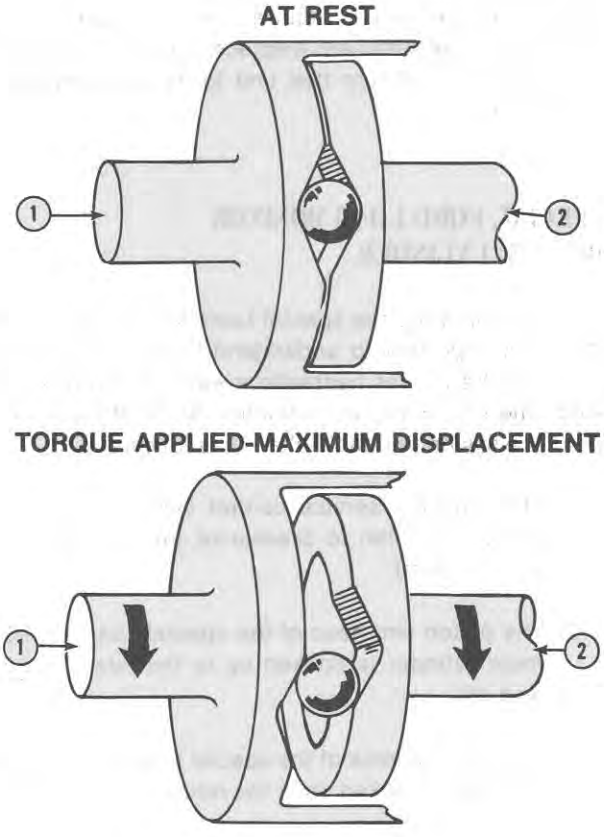

Figure 7
Raising: When the tractor is not moving, the Load Monitor is said to be in the "at rest" position shown in Figure 7. When the tractor begins to move, there is resistance to turning the drive wheels. Consequently, the input hub tends to turn more than the output hub. Any increase in torque results in a slight displacement of the balls with respect to their sockets, producing a parting (separation) of the input hub and the plate. This parting effects a forward movement of the coupling which in turn tilts the fork forward. The fork is attached by means of the strut to the lower portion of the linkage assembly, Figure 3, so the linkage assembly is also drawn forward, pushing on the control rod. The control rod causes the actuating lever to rotate about its upper pivot, moving the control valve spool forward to the raising position, causing the implement to raise. When the lift control lever is moved down the quadrant until the desired working depth is established, the balls (3), Figure 6, will be displaced to some degree between the "rest" state, top view of Figure 7, and maximum displacement, bottom view of Figure 7. This condition is referred to as being "under load," or as the "established" load.